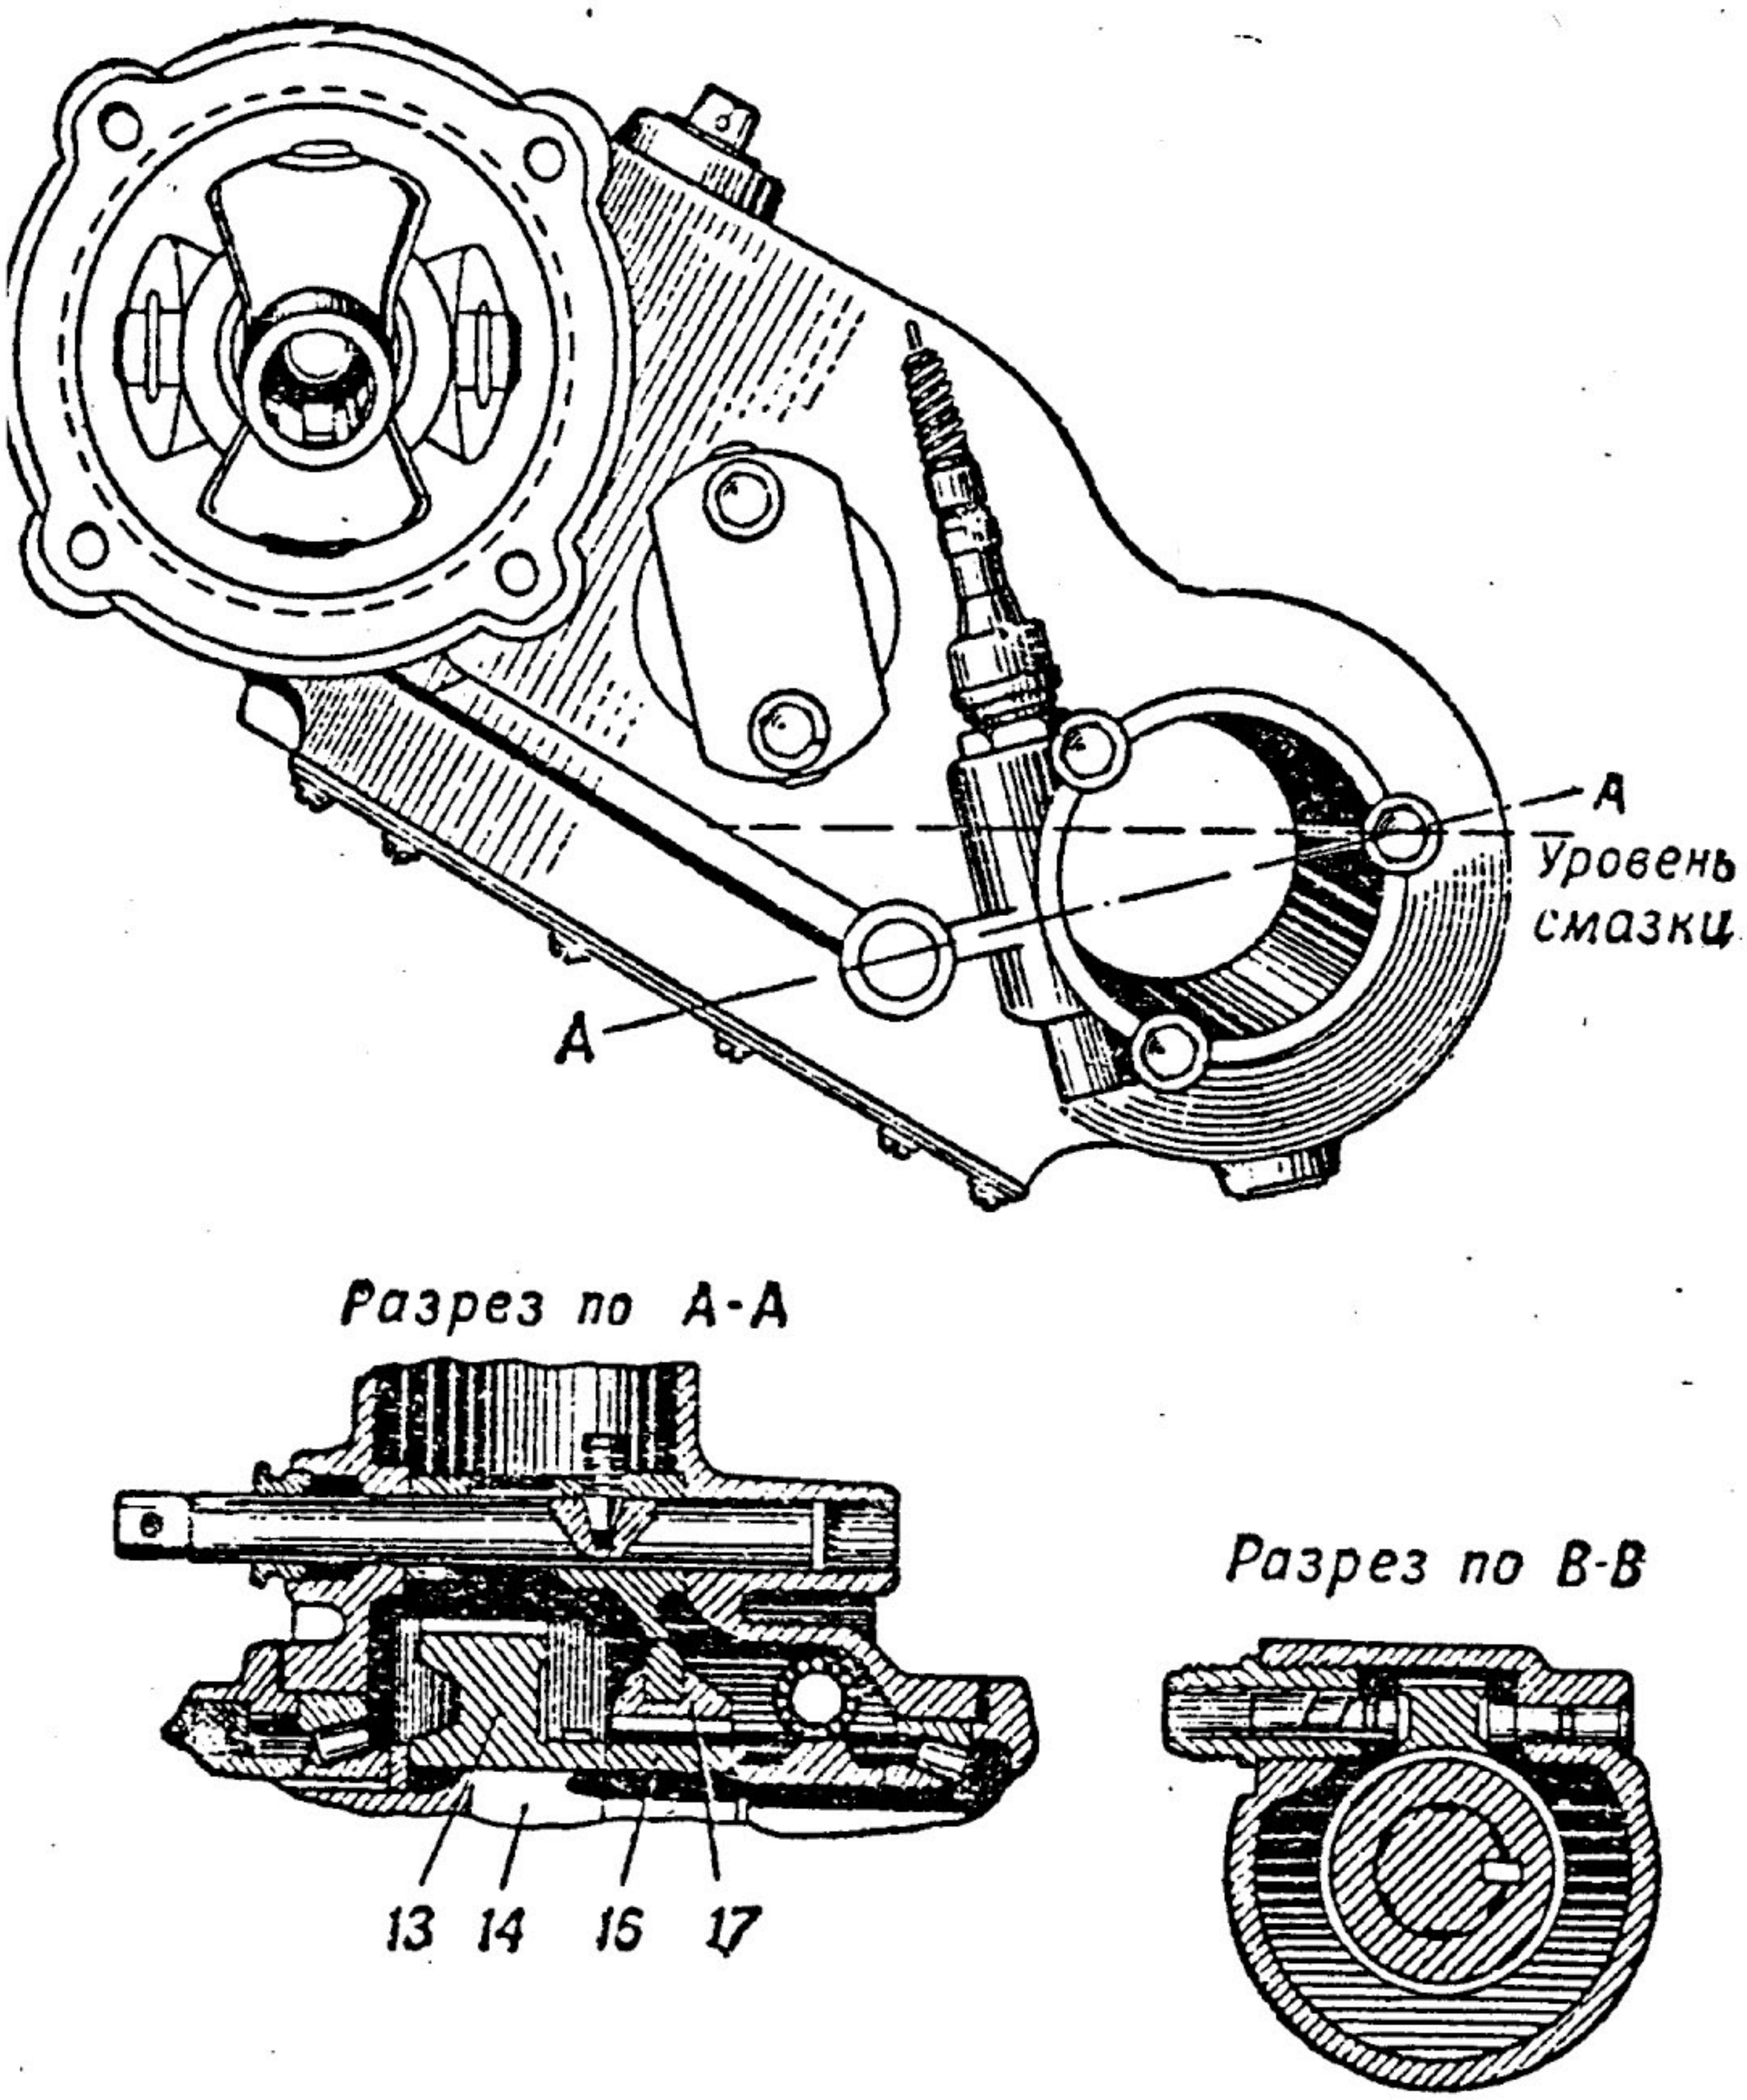

Рис. 6. Разда
Устройство раздаточной коробки показано на рис. 6. На вторичном валу *1* коробки передач, который вращается в двухрядном шариковом подшипнике *2*, насажены ведущая шестерня *3* раздаточной коробки и передняя вилка *6* кардана. Ведущая шестерня вращает промежуточную шестерню *10*, смонтированную на двух шариковых подшипниках *11* на оси *12*. Промежуточная шестерня находится в зацеплении с ведомой шестерней *13*, насаженной свободно на нижний вал *14* раздаточной коробки. Нижний вал вращается на двух конических роликовых подшипниках *15*. На валу насажена на шлицах зубчатая ступица *16*, по которой скользит зубчатая муфта *17*. Когда передвигаемая вилкой *18* зубчатая муфта занимает положение, показанное на рисунке, то передний мост остаётся невключённым и ведомая шестерня вращается на валу свободно, не передавая на него мощности. Как только водитель переставит рычаг включения переднего моста, вилка передвинет зубчатую муфту по направлению к ведомой шестерне. При
2. Зубчатая муфта несимметрична по расположению канавки для вилки. Муфту необходимо устанавливать канавкой ближе к ведомой шестерне, как показано на рис. 6.